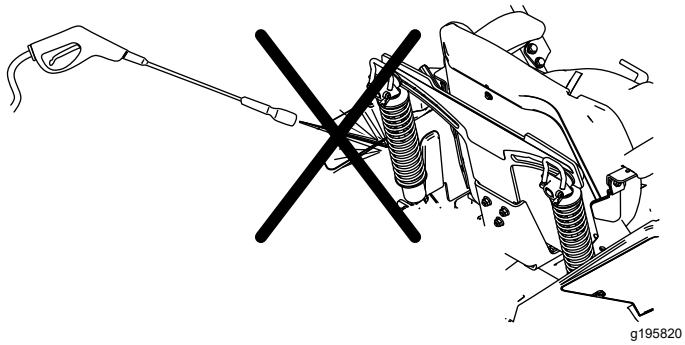

**Figur 87**
**Merk:** Ikke rengjør støtdemperenhetene med trykkvann (Figur 87).